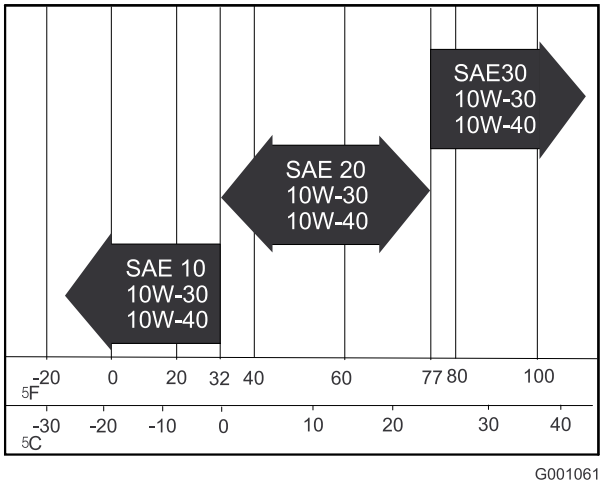

**Figur 14**
**Motoroljans viskositet:** Välj viskositet för motoroljan i enlighet med omgivningstemperaturen – se tabellen i Figur 14.